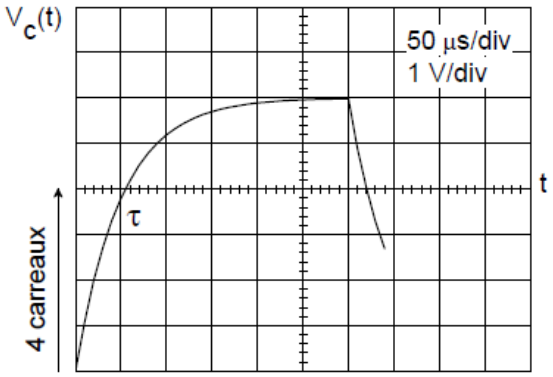

figure : 9
- Régler l'amplitude maximale du signal à *6 carreaux (figure 9)*.